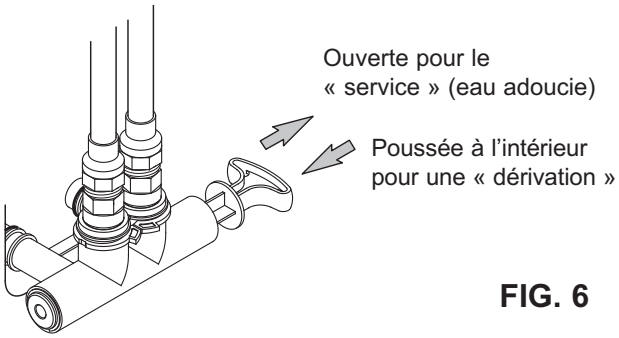
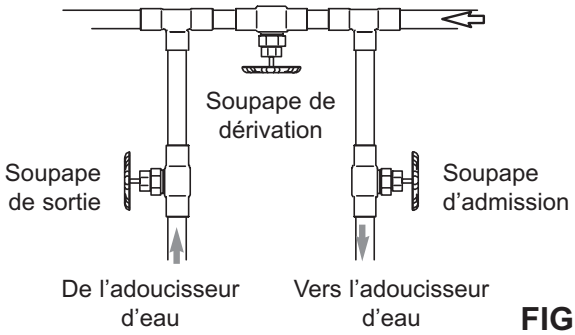

FIG. 6
FIG. 7
Installez une soupape de dérivation simple (incluse), de la manière illustrée à la figure 6, ou, si telle est votre préférence, le système de dérivation à trois robinets (pièces non incluses) en vous reportant à la figure 7. Les robinets de dérivation vous permettent de couper l'eau alimentant l'adoucisseur, au besoin, pour effectuer des travaux d'entretien tout en continuant d'avoir de l'eau dans les tuyaux.
2. Placez la soupape de dérivation (simple ou à trois robinets) en position de « dérivation ». Voir les figures 6 et 7 à la page 7.